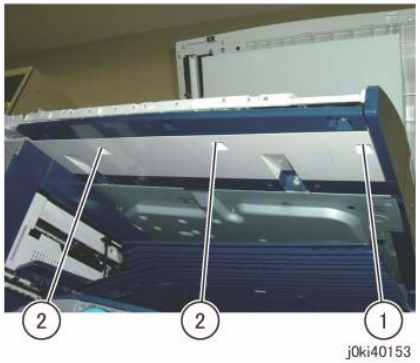

Figure 7 Remove the screws
11. Remove the screws that secure the Console Assembly. (Figure 7)